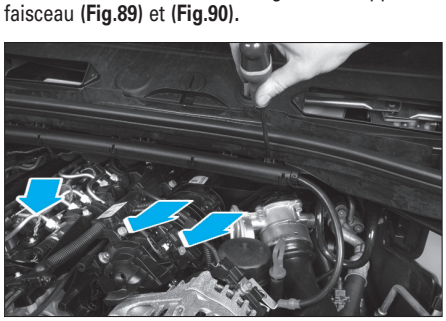
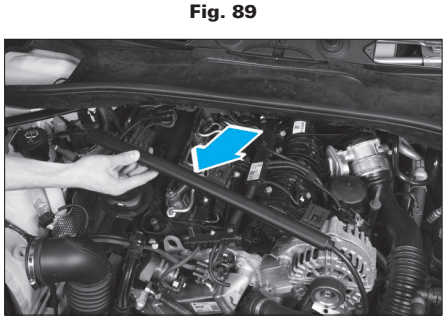

Fig. 89
Fig. 90
• A l'aide d'un tournevis fin, dégrafer le support de faisceau **(Fig.89)** et **(Fig.90)**.